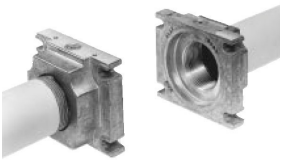

Fig. 8
3. Montare il MultiBloc fra le flange filettate (Fig. 8)